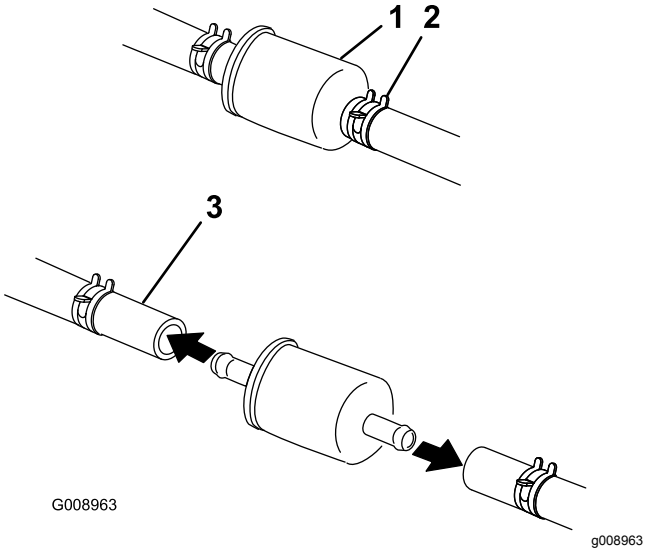

Figur 54
5. Kläm ihop ändarna på slangklämmorna och skjut bort dem från filtret (Figur 54).
7. Montera ett nytt filter och för tillbaka slangklämmorna tätt intill filtret igen (Figur 54).